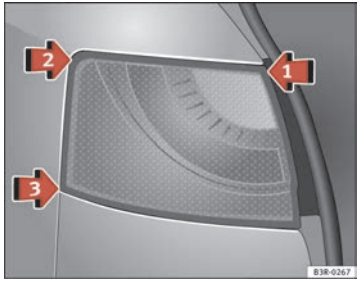
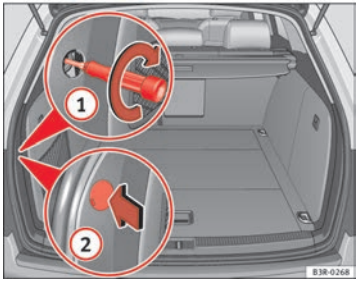

Fig. 230 Fitting the rear light unit
Fig. 231 Luggage compartment: Location of the bolt securing the rear light unit
– First place the rear light unit in ⇒ fig. 230 arrow (1) in the housing.
– Gently press the rear light unit against the housing, first in position (2) and then in position (3), until that the clips engage firmly in the rubber mountings.
– Apply gentle pressure to the front side of the rear light unit and secure using the screwdriver, from the luggage compartment ⇒ fig. 231 (1).
– Fit the cover back onto the screw, with the notch pointing to the rear (2).